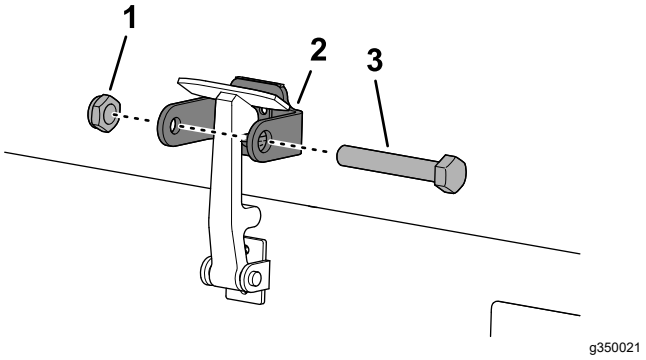

**Figur 35**
7. Skruva i skruven i den andra armen på motorhuvslåsfästet för att låsa spärren på plats (Figur 35).